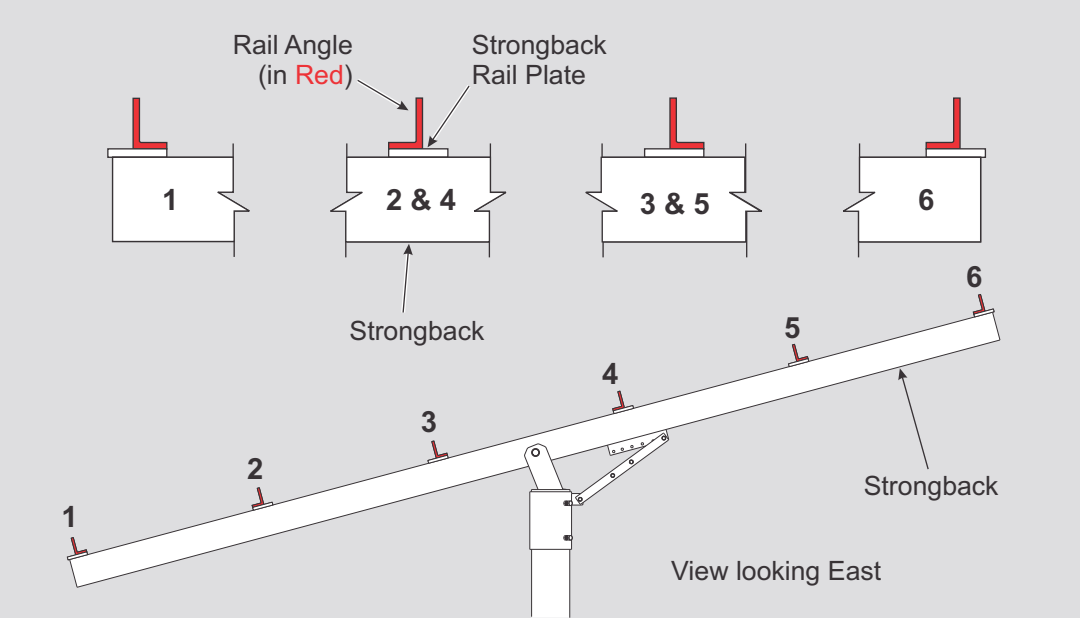
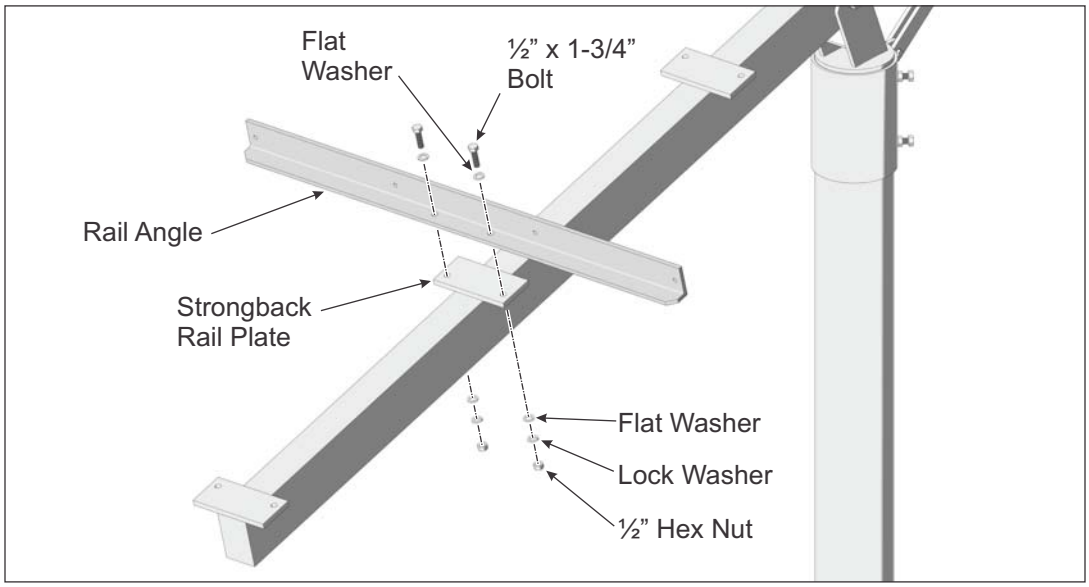

Figure 3-1: Orientation of Rail Angles to Strongback
Figure 3-2: Installing Rail Angles to Strongback
Rail Angles run in an E-W direction and are secured to the rail plates (welded to the Strongback) using the 1/2” x 1-3/4” bolts and hardware. Proper orientation of the Rail Angles to the Strongback is very important, follow these instructions carefully (see Figures 3-1 & 3-2). There are 6 Rail Angles to install.
A. Referring to Figure 3-1 for orientation of the Rail Angles position the Rail Angle on the Rail Plate of the Strongback and secure with 1/2” x 1-3/4” bolts and hardware. Finger tighten for now. (See also Figure 3-2)